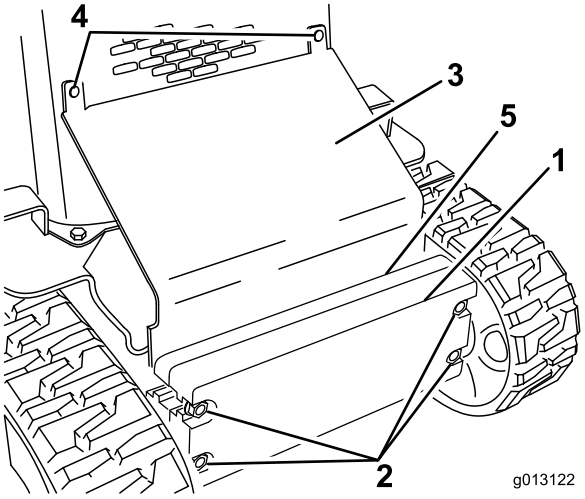

Figuur 29
2. Draai de bouten los waarmee de gewichten zijn vastgezet (Figuur 29).
3. Verwijder de slotbouten en moeren waarmee het schuine scherm is bevestigd (Figuur 29).
10. Schuif de schuine plaat tussen het frame en de gewichten en bevestig de plaat aan de voorschermgrille met behulp van de slotbouten en moeren die u eerder hebt verwijderd (Figuur 29).
11. Draai de bouten vast waarmee de voorgewichten zijn vastgezet (Figuur 29).